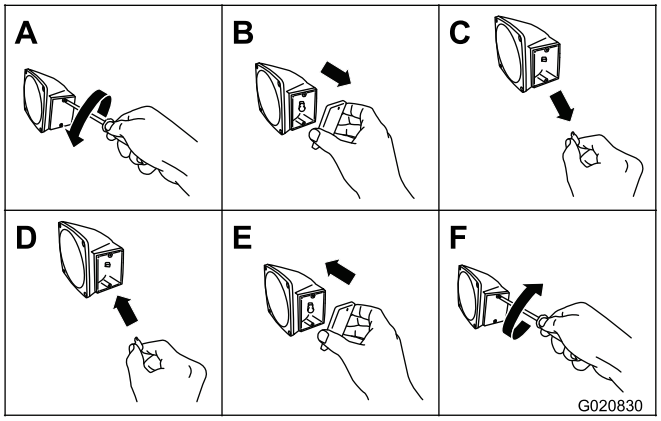

Figura 78
1. Utilice un destornillador para retirar los 2 tornillos de la lente rectangular pequeña del lateral de la luz (Figura 78).
2. Retire la lente (Figura 78).
3. Retire la lámpara del zócalo (Figura 78).
4. Coloque una lámpara 168 nueva en el zócalo (Figura 78).
5. Instale la lente y los 2 tornillos (Figura 78).